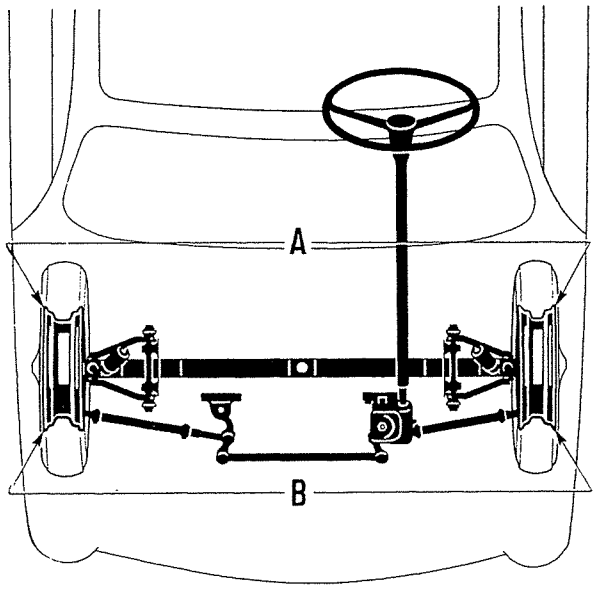

Abb. 284 - Einstellung der Vorspur der Vorderräder (schematische Darstellung).
Spurmass **C. 692** so einstellen, dass beide Tastspitzen in gleicher Höhe über Boden wie die Radmittelpunkte stehen; dann werden genannte Spitzen von hinten her in Berührung mit den äusseren Felgenhörnern gebracht (A, Abb. 284) und die Berührungspunkte mit Kreide bezeichnet. Wagen so nach vorne verschieben, dass die Räder eine halbe Umdrehung machen (B), das Spurmass von der Vorderseite ansetzen und eine der Tastspitzen in Berührung mit einer der vorher mit der Kreide bezeichneten Felgenhornstellen bringen. Dann wird am anderen Rad der Abstand zwischen Tastspitze und Felgenhornrand gemessen, der vorschriftsmässig 0 - 2 mm betragen soll.